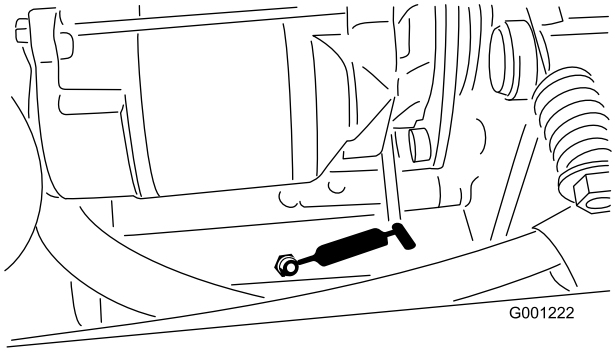

Figur 42
- Spændingsdrejetap til kraftudtag (Figur 42)
- Bageste kraftudtagsleje (Figur 42)